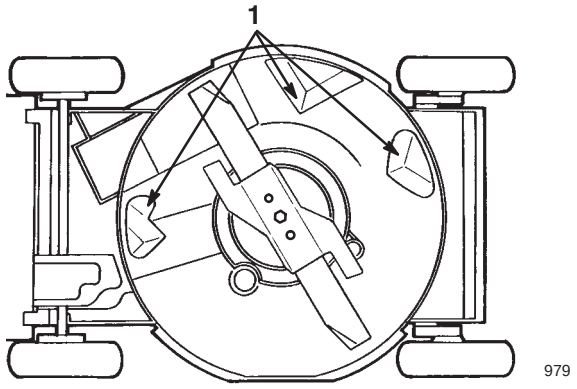

Bild 16
Halten Sie die Unterseite des Schneidwerks sauber. Achten Sie besonders darauf, die Kickers sauber zu halten (Bild 16).
5. Kippen Sie den Rasenmäher auf seine **linke** Seite (Bild 16).